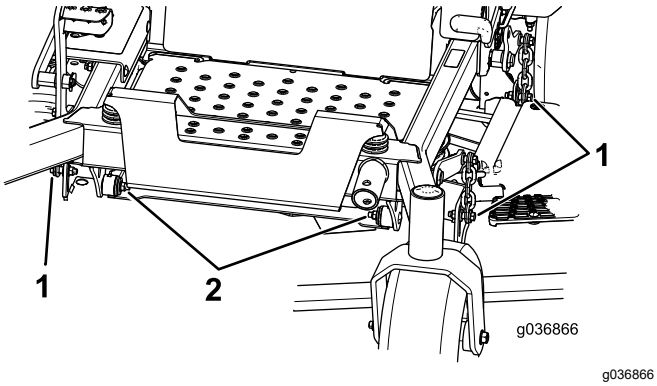

**Figur 85**
7. Fjern, og gem bolte og møtrikker på begge sider af maskinen (Figur 85).